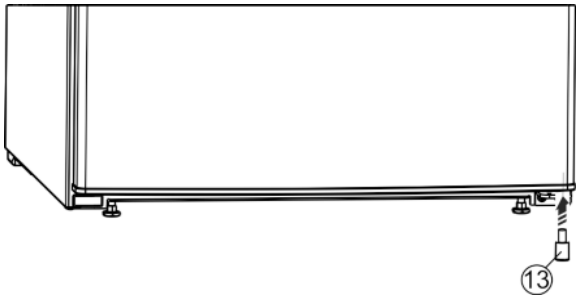

Fig. 6
▶ Das Distanzteil *Fig. 6 (13)* wieder rechts unten in die Tür einsetzen, weil es wichtig für die Standfestigkeit des Geräts ist.